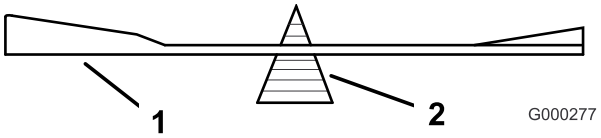
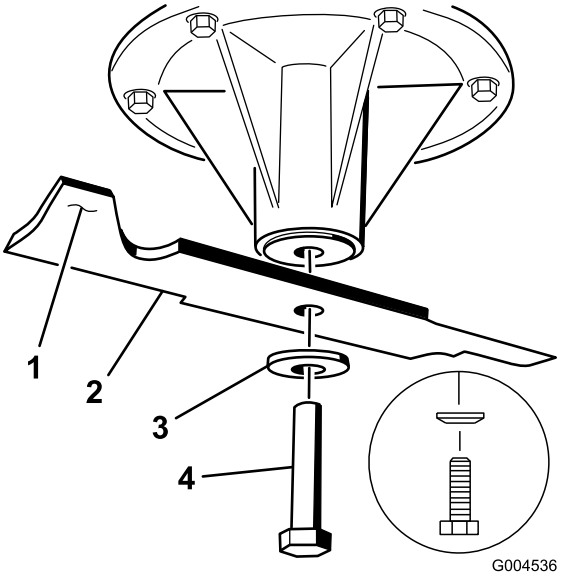

Figur 82
Figur 83
2. Ta bort knivbulten, fjäderbrickan och kniven från spindelaxeln (Figur 83).
2. Kontrollera knivens balans med en knivbalanserare (Figur 82). Om kniven stannar kvar i ett horisontellt läge är den i balans och kan användas. Om kniven inte är balanserad kan du fila bort lite metall från knivens segeldel (Figur 83). Upprepa proceduren tills kniven är balanserad.
1. Montera kniven på spindelaxeln (Figur 83).
2. Montera den böjda brickan och knivbulten. Den böjda brickans kon måste monteras mot bultens huvud (Figur 83). Dra åt knivskruven till ett moment på 115–150 Nm.